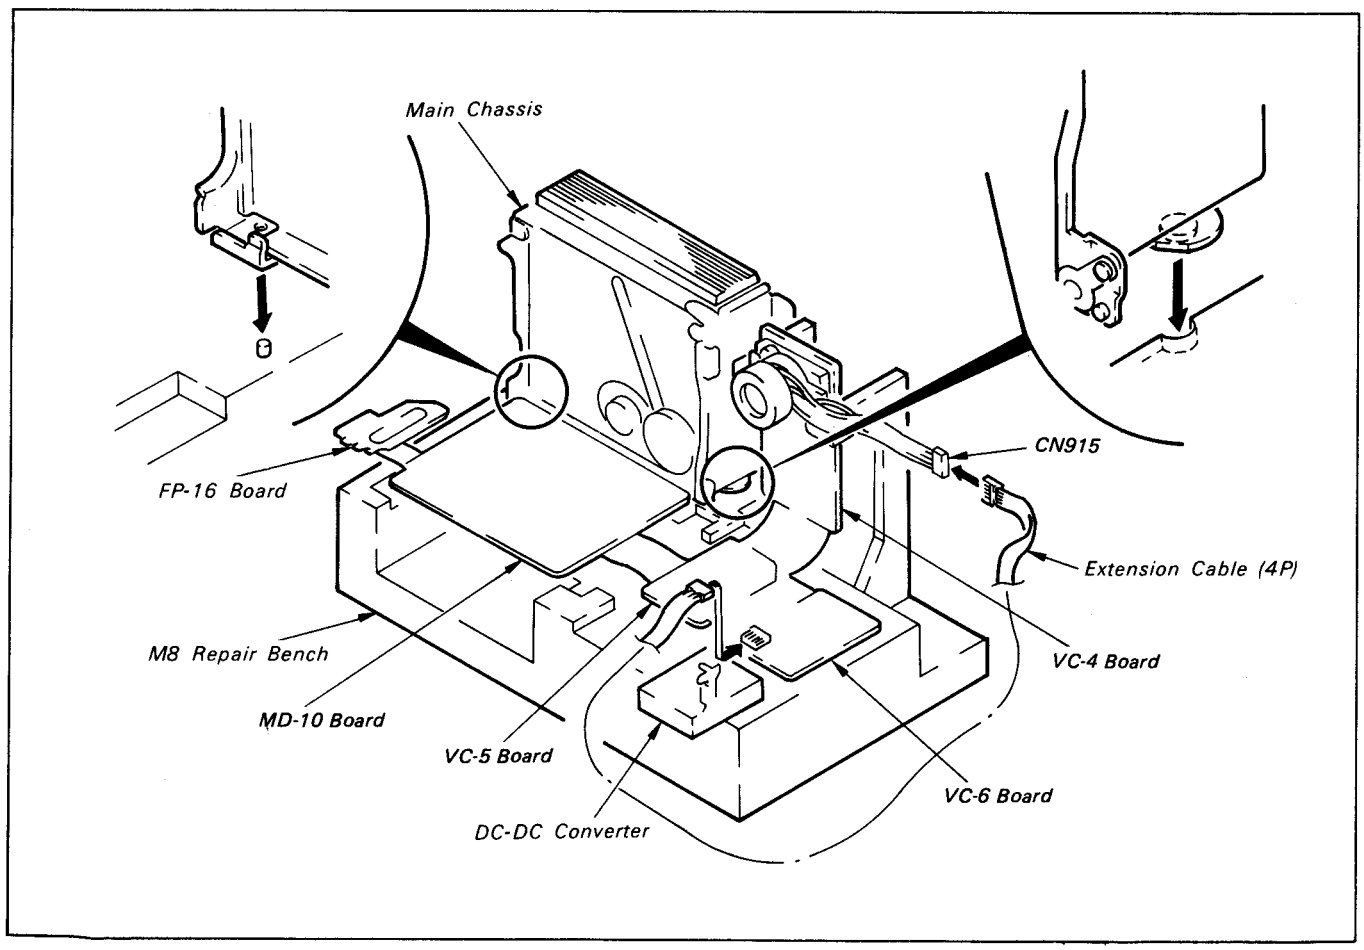

Fig. 1-4
4) Pull CN951 off VC-6 Board, and by connecting Extension Cable (4P) in between, set CCD-M8E on M8 Repair Bench. (See Fig. 1-4)